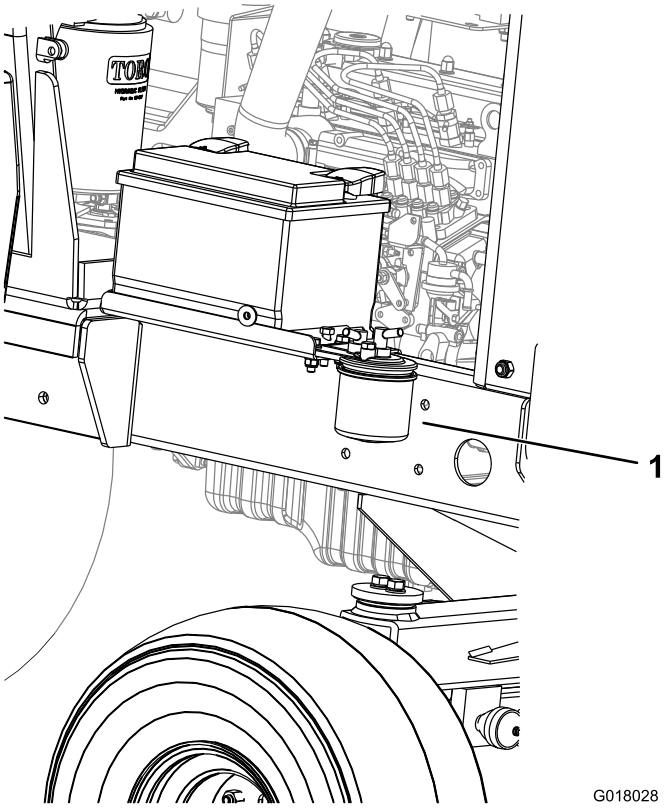

Figuur 54
1. Plaats een schone opvangbak onder de brandstoffilterbus (Figuur 54).